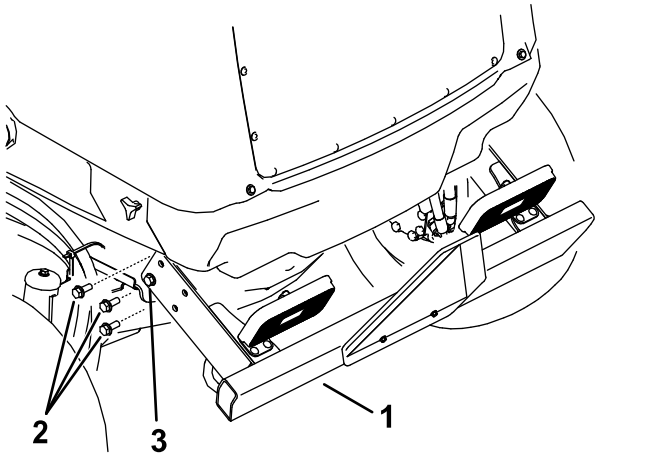

Figuur 112
2. Verwijder de drie (3) flensschroeven aan beide kanten van de achterbumper zoals afgebeeld in Figuur 112.
6. Til de achterbumper op zijn plaats en monteer de flensschroeven. Draai alle flensschroeven aan waarmee de achterbumper aan het frame is bevestigd (Figuur 112).